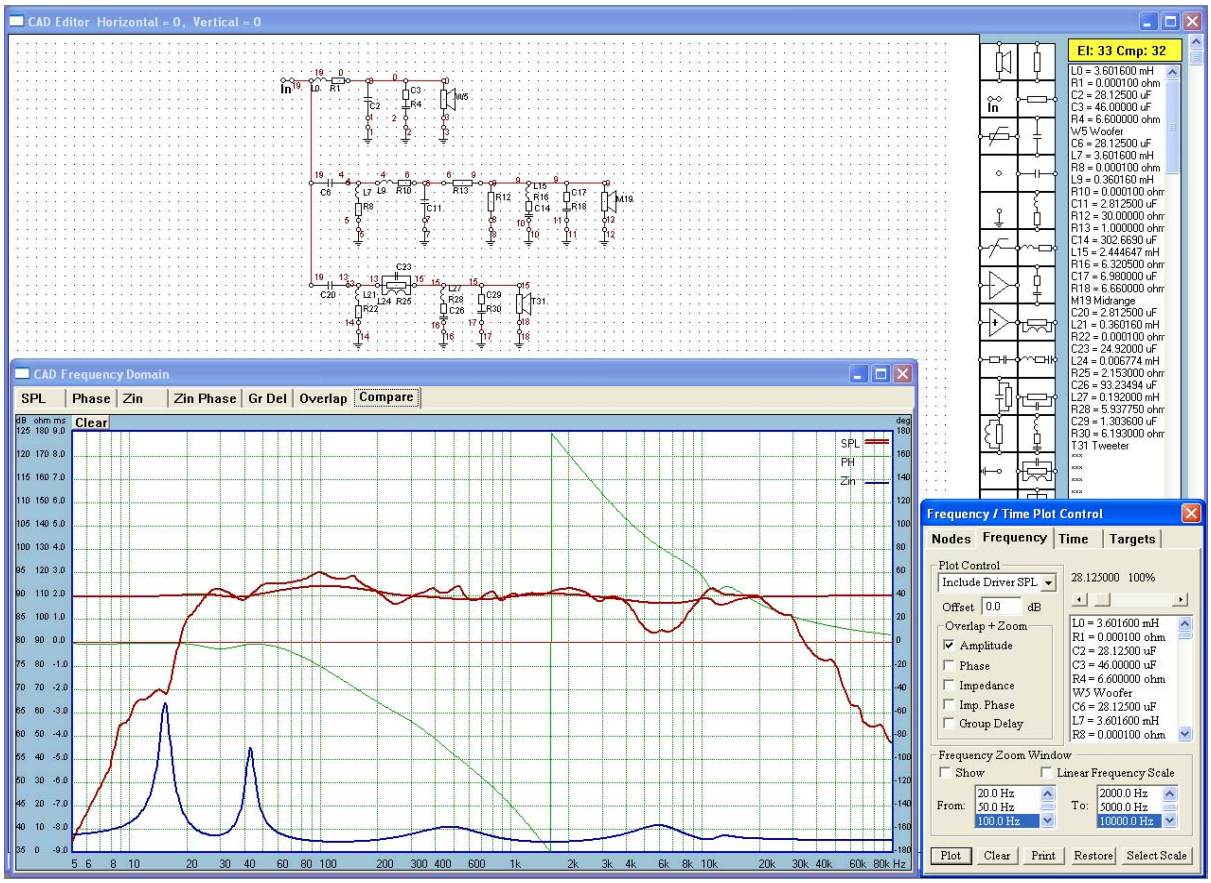

Fig 9.12 Complete 3-way crossover
At the beginning of the design process it is often acceptable to create a “first cut” design, to check if basic ideas are feasible. To facilitate this concept, we have incorporated in the Crossover module a functionality, that allows you to create medium complexity, 5-way crossover and compensation network on one screen. The process is really no different from a single channel filter and you would proceed with the schematic as described before. An example of 3-way crossover is shown on Figure 9.12. You can plot frequency response of each individual channel or a summed response of up to 5 channels. This process is controlled from the dialogue box invoked just prior plotting. Additionally, you can load up to 5 driver files and include their frequency responses and input impedances for evaluating the complete system.
2. Create complete crossover and compensation network on one screen using CAD techniques described before. Your schematic should include loudspeaker symbols. We suggest, you save the schematic now – see Fig 9.12 or 9.13.
3. Assign driver type to each loudspeaker symbol. To accomplish this, double-click LEFT mouse button on each loudspeaker symbol. A selection box will be opened for you to choose on of the 5 available driver types. You can now select (enter a number 1 for woofer, ...5 for super tweeter) which driver is assigned to this symbol. Repeat the above for all drivers. This process assigns driver’s input impedance to this particular schematic element (loudspeaker symbol) – see Fig 9.12 or 9.13.
An example of this process is shown Figure 9.12, where a 3-way crossover is developed.
Figure 9.15 shows frequency response of each individual driver + filter and also total system frequency response of the system on Figure 9.12.